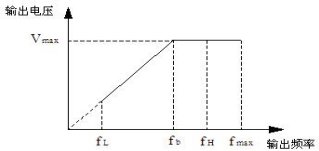

图 F0-1　电压与频率示意图
最大输出频率是变频器允许输出的最高频率，是加减速时间设定的基准，如下图所示的 fmax；基本运行频率是变频器输出最高电压时对应的最小频率，一般是电机的额定频率，如下图所示的 fb；最大输出电压 Vmax 是变频器输出基本运行频率时，对应的输出电压，一般是电机的额定电压；如下图所示的 Vmax；fH、fL 分别定义为上限频率和下限频率，如图 F0-1 所示：
4. 最大输出频率、上限频率、下限频率的关系如上图 F0-1 所示，设置时请注意大小顺序。